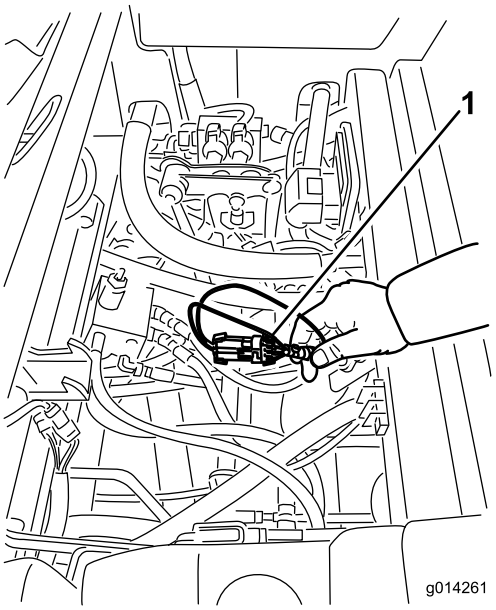

Figur 27
3. Finn ledningsfastspenneren og konnektorene nær kontrolleren (Figur 27).